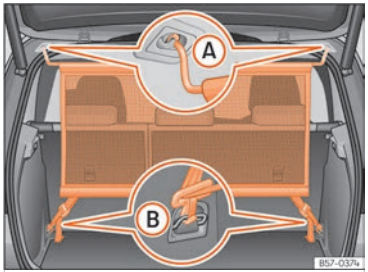

Fig. 173 Net partition fitted.
- Hook the net partition to the left-hand side roof housing ››› Fig. 173 (A). Be sure to pull the cross rod down past the upper position.
- Hook in the net partition on the rear right-hand side roof housing by pressing on the bar ››› Fig. 173 Ⓐ.
- Secure two hooks of the partition net to the fastening rings of the boot ››› Fig. 173 Ⓑ and tighten the straps firmly.